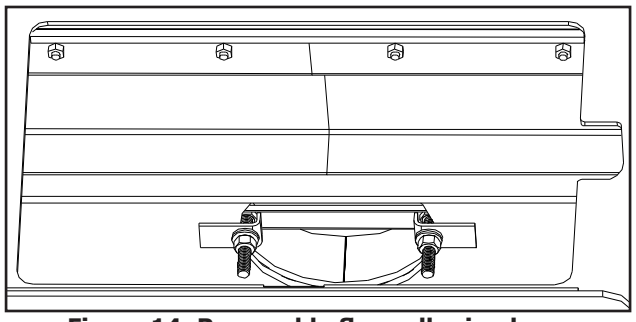
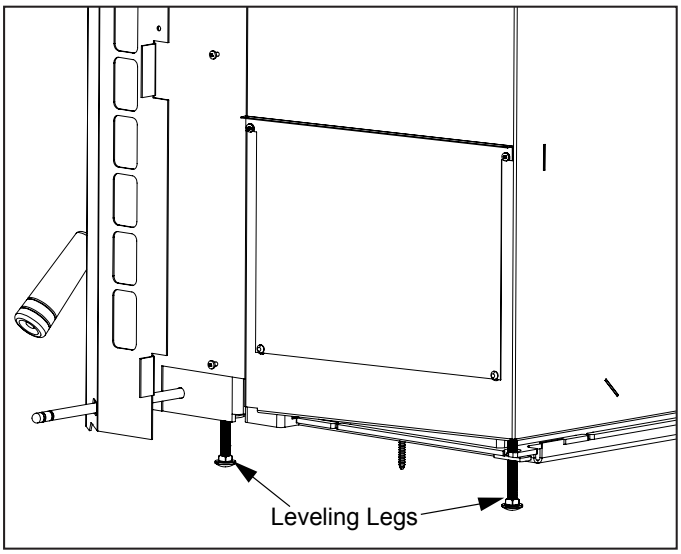

Figure 14: Removable flue collar in place.
Figure 15: Leveling legs.
f) Place the Collar Puller, over the two bolts of the Flue Collar and pull it into place (see Figure 14). Ensure that the bolts are to the left and right of the hole. If they are not, the front secondary air tube will need to be removed in order to install or remove the C-Cast Ceramic Baffles.
h) Re-install C-Cast Ceramic Baffles and the rear two (2) secondary air tube (see C-Cast Ceramic Baffle Installation).
3. There are four (4) leveling legs (shown in Figure 15), two (2) on each side, one at the back and one at the front of the unit. Adjust the legs using a ⅜" wrench to ensure the unit is stable.